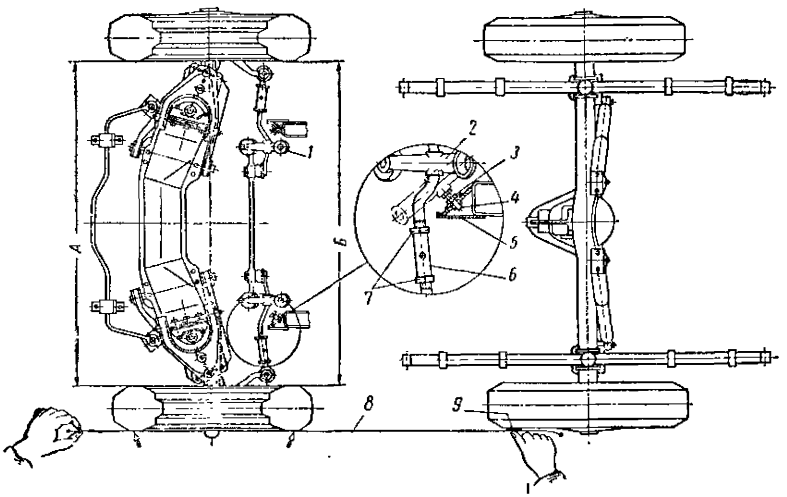

Рис. 92. Установка передних колес для регулировки их схождения:
При правильной регулировке разность размеров $Б—А$ (рис. 92), т. е. схождение передних колес, должна равняться 1—2 *мм*.
1. Отпустить контргайки *7* (рис. 92) левой или правой боковой тяги. Гайка, расположенная ближе к продольной оси автомобиля, имеет левую резьбу.
шнура *8* (рис. 92), натянутого от шины заднего колеса к шине левого переднего колеса на высоте немного ниже их центров (шнур не должен касаться колпачка ступицы; декоративный колпак переднего колеса должен быть снят). Ввиду разницы колеи передних и задних колес между шнуром и передней частью боковины шины заднего колеса подкладывается брусок *9* толщиной 10 *мм*. Натянутый шнурок должен одновременно касаться боковины шины в двух точках, показанных на рис. 92 стрелками. Положение переднего колеса изменяется укорачиванием или удлинением левой боковой тяги рулевой трапеции. Положение сошки не должно изменяться.
Для получения необходимого угла поворота надо ослабить гайку *3* (рис. 92) и, поворачивая болт *4*, установить требуемую длину выступания этого болта; после этого нужно законтрить гайку.